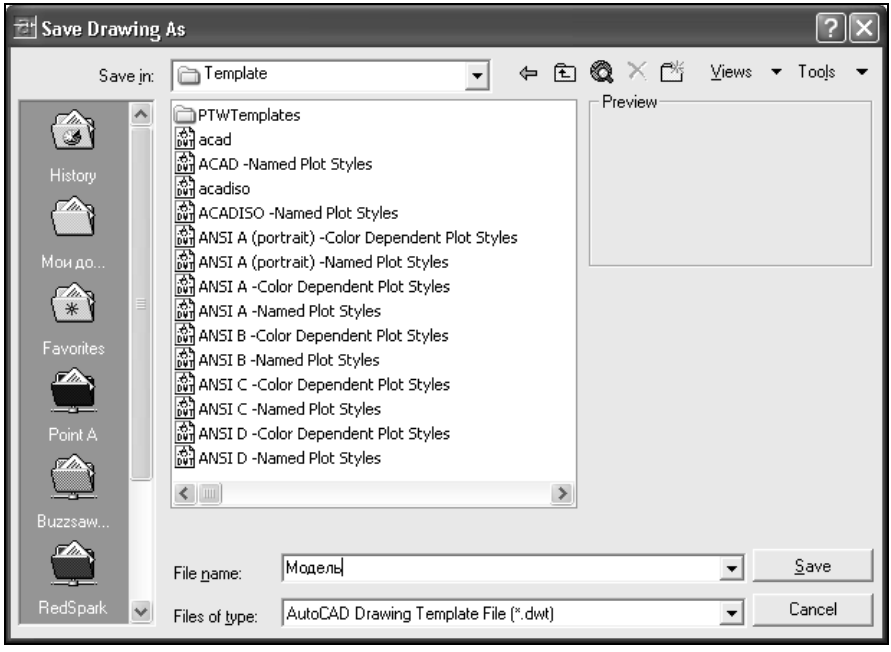

Рис. 1.14. Сохранение файла в виде шаблона
2. В открывшемся ДО **Save Drawing As** (Сохранение рисунка) (рис. 1.14) в списке **Files of type** (Тип файла) выбрать строку **AutoCAD Drawing**